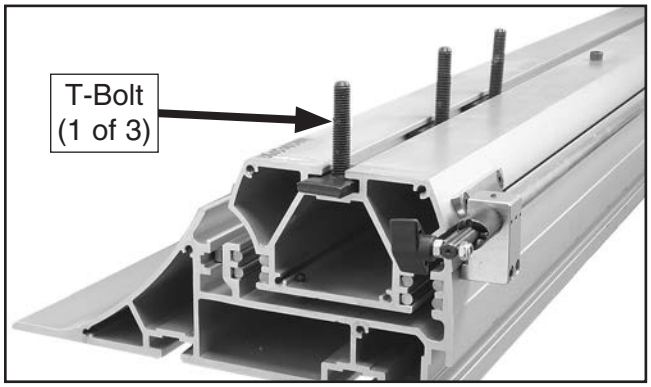

Figure 16. T-slot along bottom of table.
2. Insert (3) M12-1.75 x 50 T-bolts into T-slot along bottom of sliding table (see **Figure 16**), and space them the same distance apart as mounting holes in cabinet frame.